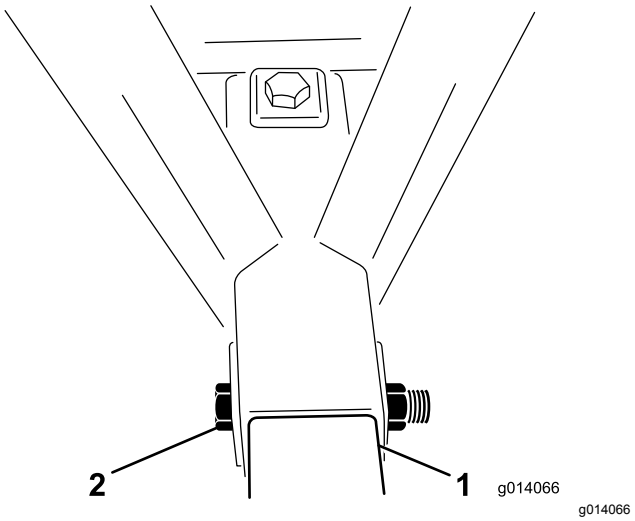

**Rysunek 4**
5. Przełóż śrubę (1 x 6½ cala) przez ramę i rurę zaczepu i zamocuj ją nakrętką zabezpieczającą (Rysunek 4). Dokręć nakrętkę zabezpieczającą momentem o wartości od 976 do 1193 N·m.
6. Przełóż śrubę (1 x 6½ cala) od góry ramy i przez rurę zaczepową, a następnie zamocuj ją nakrętką zabezpieczającą (Rysunek 4). Dokręć nakrętkę zabezpieczającą momentem o wartości od 976 do 1193 N·m.